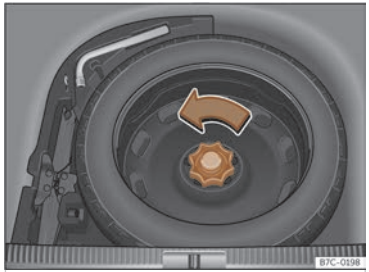

Fig. 250 Dans le coffre à bagages : plancher de chargement soulevé.
- Tournez la molette dans le sens inverse des aiguilles d'une montre ››› fig. 250.